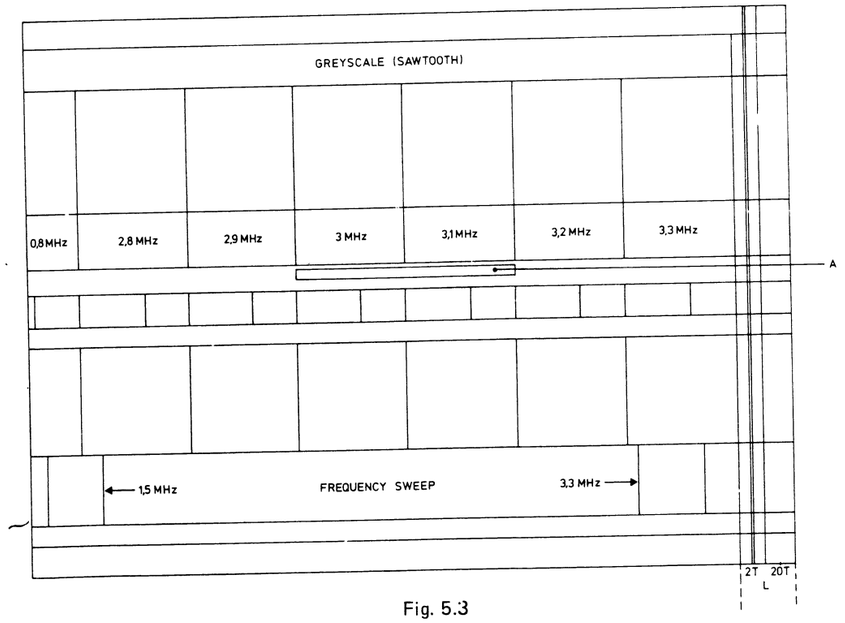

Fig. 5.3
- Adjust 3017 so that during the dropout signal the grey level of area A (see Fig. 5.3. is the same as that of the rest of the bar.
- Adjust 3041 so that the interference (severe noise) in area A (see Fig. 5.3.) just disappears during the drop-out test signal.
– 3017 zodanig instellen dat het grijsniveau van vlak A (zie Fig. 5.3.) gedurende het drop-out signaal gelijk is aan de rest van de balk.
– 3041 zodanig instellen dat de storingen (grove ruis) in vlak A (zie Fig. 5.3.) gedurende het drop-out testsignaal juist verdwijnen.
– Régler 3017 de manière que le niveau du gris de la surface A (voir fig. 5.3.) soit égal à celui du reste du faisceau.
– Régler 3041 de manière que les interférences (bruit) sur la section A (voir fig. 5.3) pendant l'absence du signal d'essai aient tout juste disparu.
– 3017 so einstellen, dass der Graupegel der Fläche A (siehe Abb. 5.3.) beim Drop-out-Signal gleich dem übrigen Teil des Balkens ist.
– 3041 so einstellen, dass die Störungen (mit grobem Rauschen) in der Fläche A (siehe Abb. 5.3.) während des Drop-out-Signals gerade verschwinden.